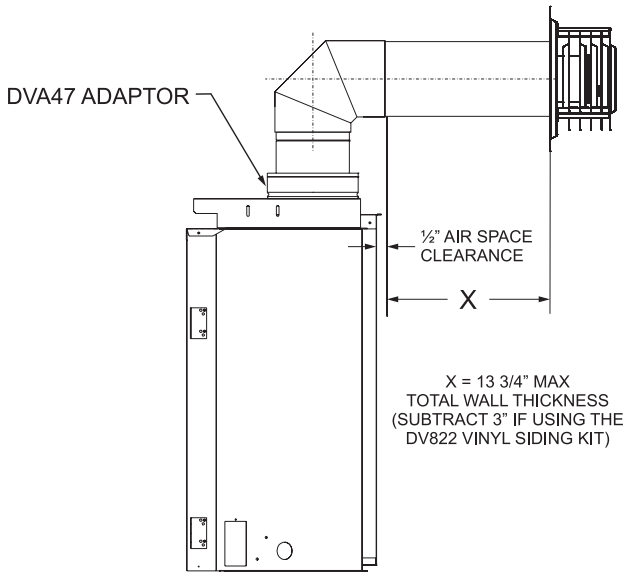

**Figure 59**
***NOTICE***: A DVA47 adaptor must be used in conjunction with the DVVK4RE (top vent connection only). **See Figure 59.**
If wall depth exceeds 13 3/4" (349mm), extend system using 6 5/8" (168mm) x 4" (102mm) rigid venting (See Fireplace Instructions for approved lengths) **See Figure 59.**